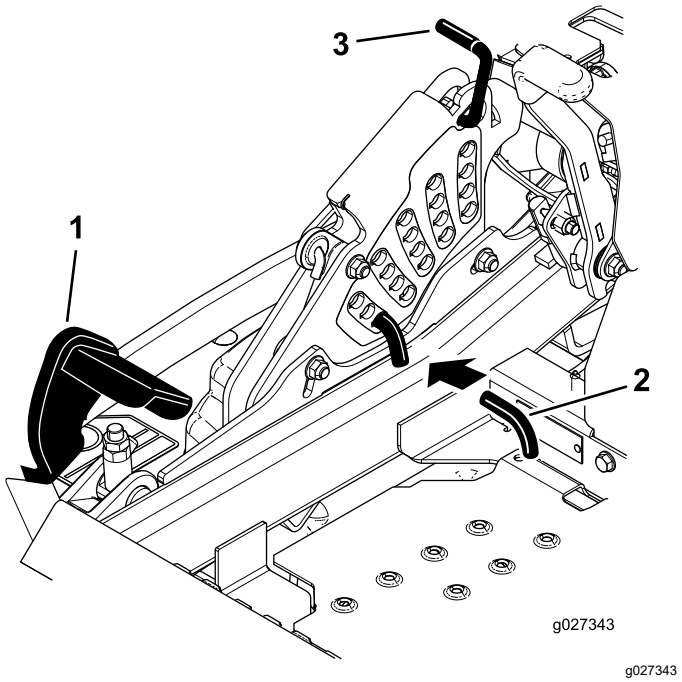

Figur 29
(også klippehøjdepositionen på 140 mm) som vist i Figur 29.
3. Du kan justere højden ved at rotere splitten 90 grader og fjerne splitten fra klippehøjdebeslaget (Figur 29).
4. Vælg et hul i klippehøjdebeslaget, som svarer til den ønskede klippehøjde, og sæt splitten i (Figur 29).